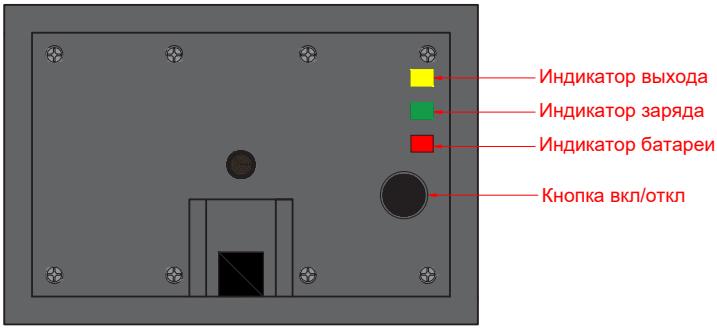

Рисунок 5.2 - Задняя панель
- индикаторов состояния и кнопки включения/отключения (рисунок 5.2).